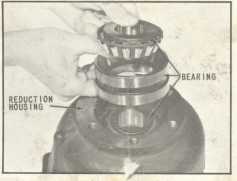

Fig. 25 Assembling Bearing into Reduction Housing
18. Place the reduction housing on an arbor press resting the front face on a clean flat surface. The position of the bearing parts are shown in (Fig. 25).